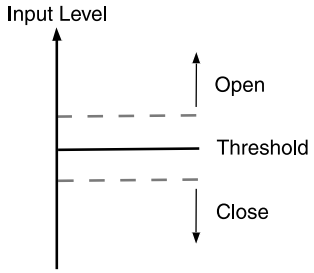

Figure 4.2 Hysteresis
- **Hysteresis:** sets a range in dB above and below the Threshold which seperates the levels at which the Input Gate opens and closes (Figure 4.2). The input signal must reach a level above the Threshold plus Hysteresis to open. Once opened, the input signal must reach a level below the Threshold minus Hysteresis to close. Control range is from 0 dB to 12 dB in 1/2-dB steps.